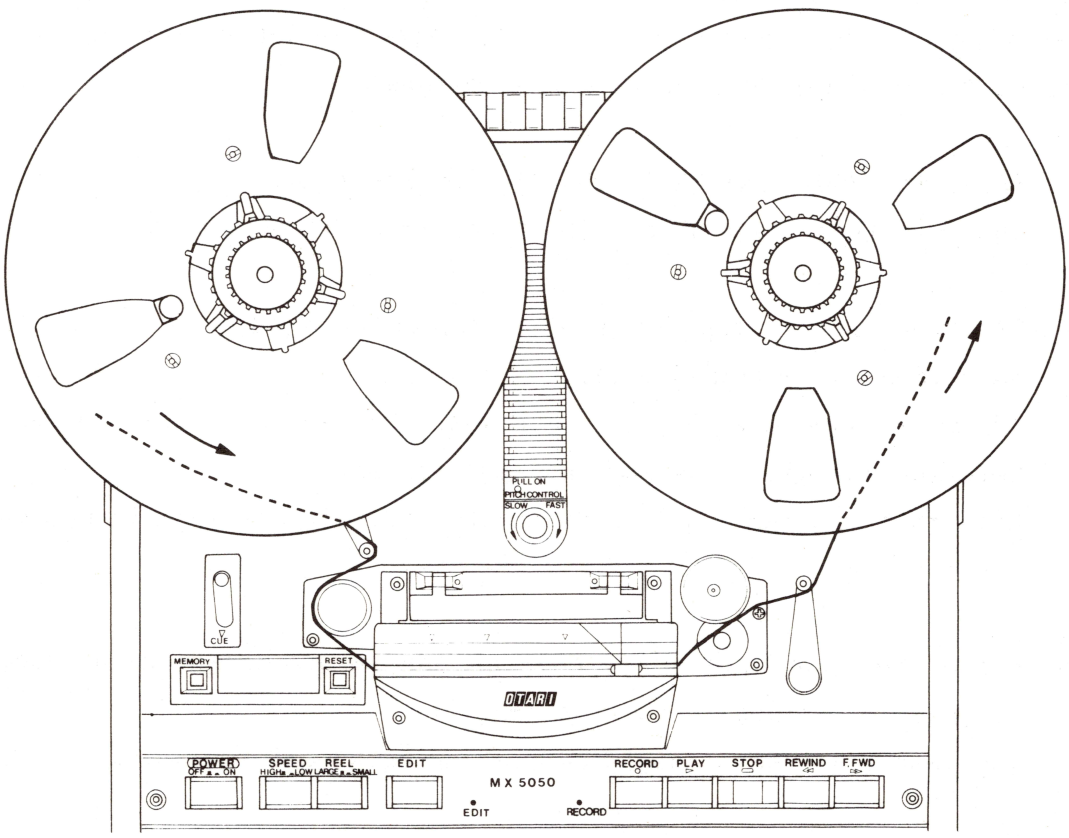

Figure 3-2 Tape Threading
(4) Thread the tape as shown in Figure 3-2 and place the end of the tape in the slot of the empty reel, and rotate the reel for several times with holding the tape end and removing slack of the tape.
(5) Set the HIGH/LOW SPPED switch to the desired tape speed.
(6) Set the LARGE/SMALL REEL switch to correspond to the size of the reel hub diameter being used.